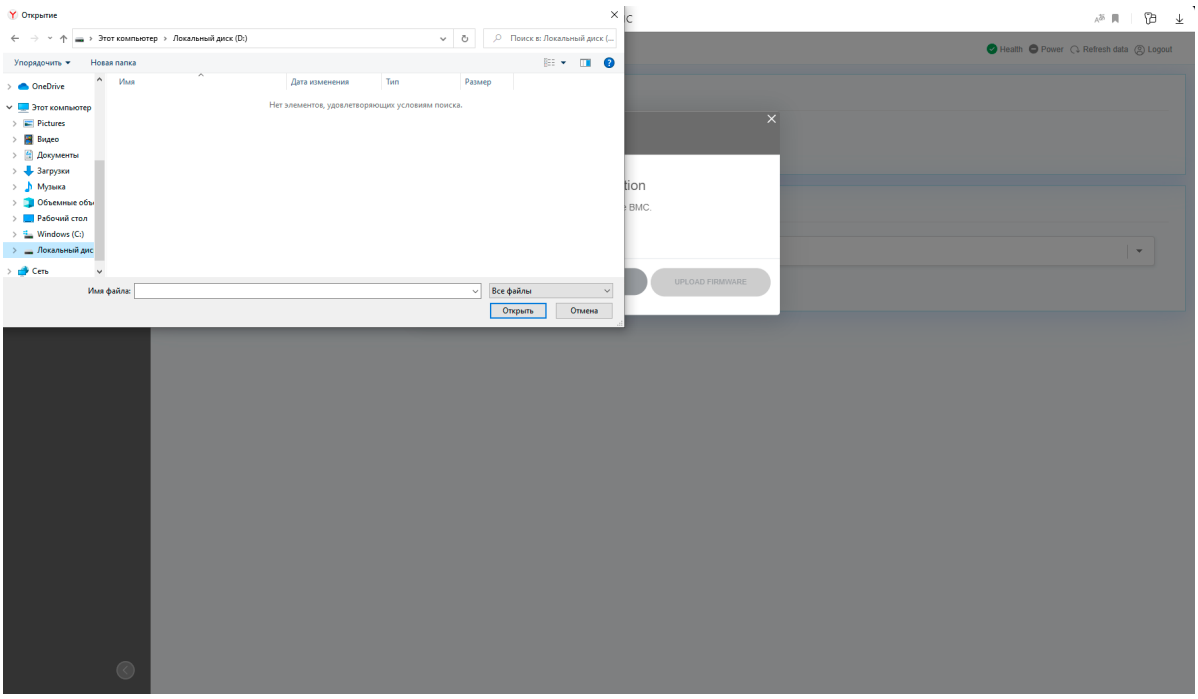

Рис. 76. Выбор директории с новой версией BMC
4) В нужной вам директории выберите файл с новой версией обновления BMC. Окно показано на рис. 76 Выбор директории с новой версией BMC.